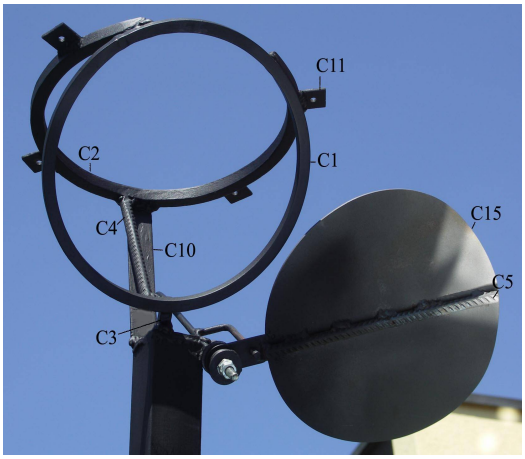

Fig. 60: zone de cuisson
7. Renforcer C2 avec C4. Voir fig 60.